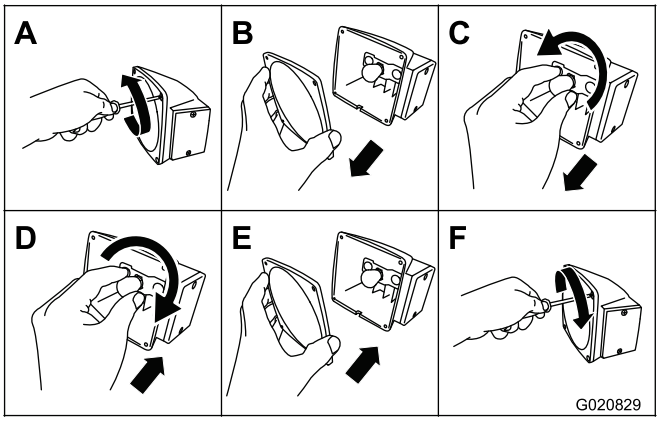

Figura 75
1. Utilice un destornillador para retirar los 4 tornillos de la lente cuadrada grande de la luz (Figura 75).
2. Retire la lente (Figura 75).
3. Empuje y gire la lámpara en sentido antihorario para retirarla del zócalo (Figura 75).
4. Coloque una lámpara 1157 nueva a presión en el zócalo, y gírela en sentido horario (Figura 75).
5. Instale la lente y los 4 tornillos (Figura 75).